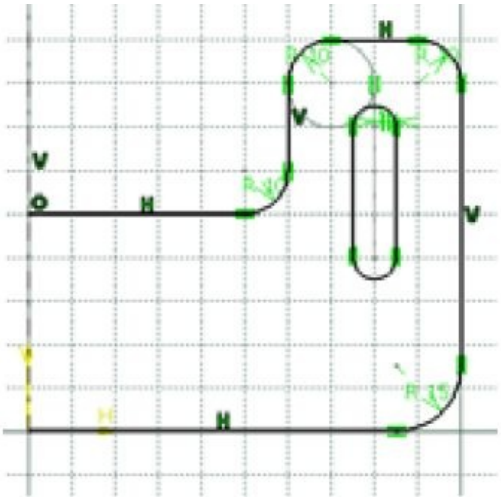

Figure 3-60 The sketch after drawing the elongated hole
a. Draw the right half of the sketch using the **Profile** and **Elongated Hole** tools, refer to Figure 3-60.
toolbar, refer to Figure 3-60.